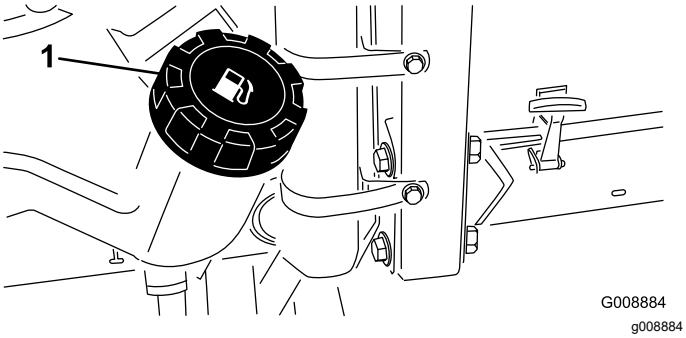

Figur 27
2. Rengjør området rundt drivstofftanklokket (Figur 27).